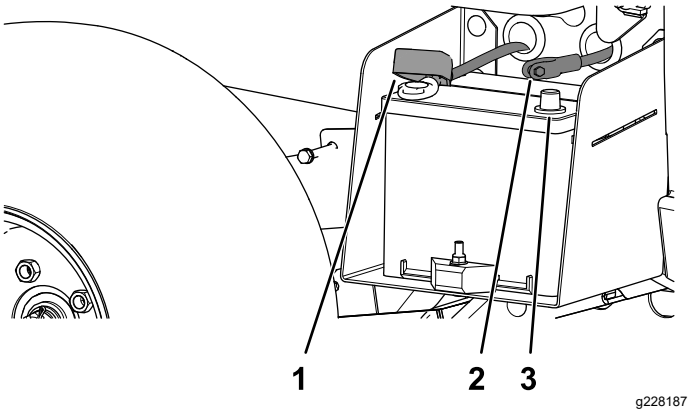

Figur 5
3. Koble den positive kabelen (rød) til den positive (+) polen på batteriet, og fest kabelen med boltene og mutrene (Figur 5).